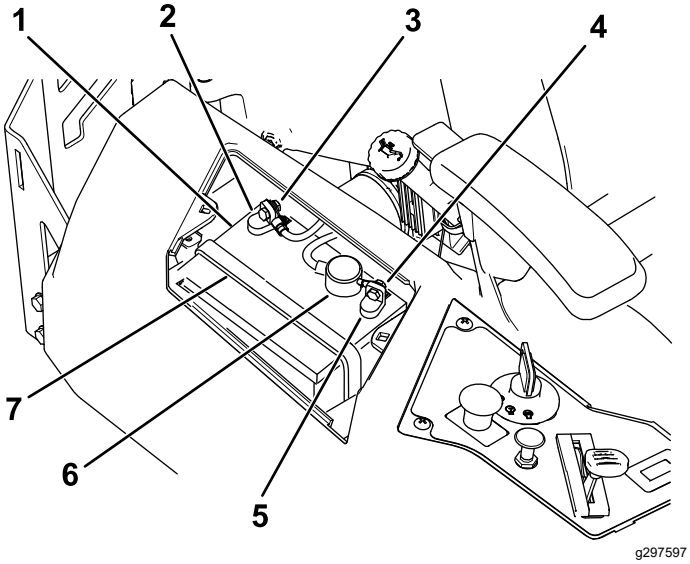

Figura 56
4. Deconectai cablul negativ (negru) de legare la masă de la suportul bateriei (Figura 56).
6. Deconectai cablul pozitiv (rou) de la borna bateriei (Figura 56).
7. Scoatei elementul de fixare a bateriei (Figura 56) i ridicai bateria din compartimentul său.
1. Amplasai bateria în compartimentul său (Figura 56).
5. Fixai bateria cu elementul de fixare (Figura 56).